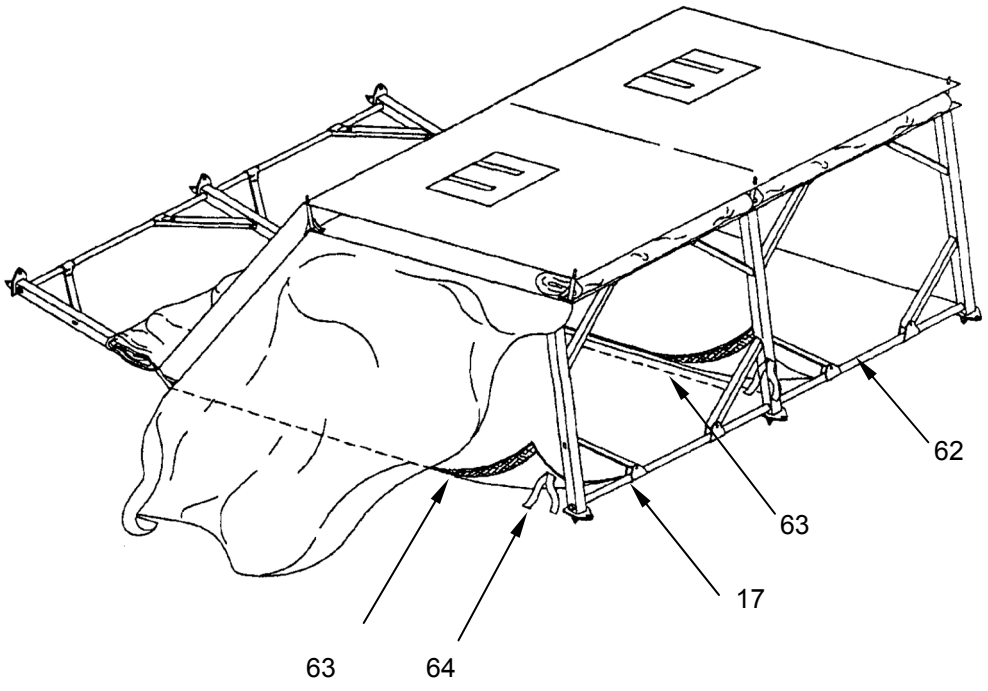

Figure 30. Single Ply Floor.
1. Unroll floor sections **(Figure 30, Item 62)** and install black side down. Place all floor sections alternating hook and pile fasteners **(Figure 30, Items 63)**.
2. Secure tie tapes **(Figure 30, Item 64)** on narrow edge of floor to base purlins **(Figure 30, Item 17)** on raised side of tent.